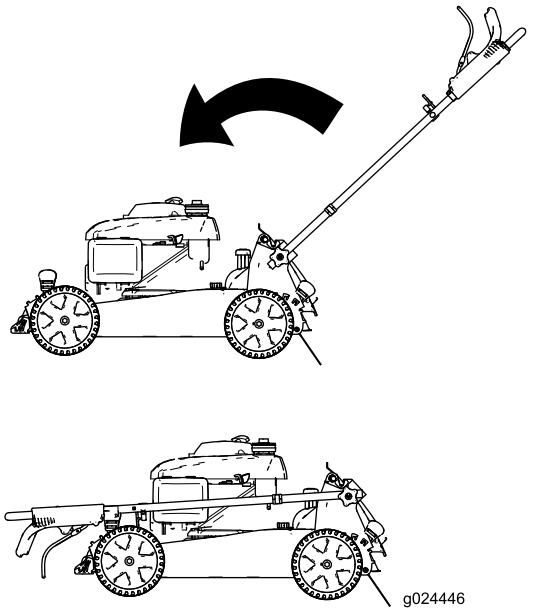

Figura 27
2. Pliegue el manillar hacia adelante del todo, según se indica en Figura 27.